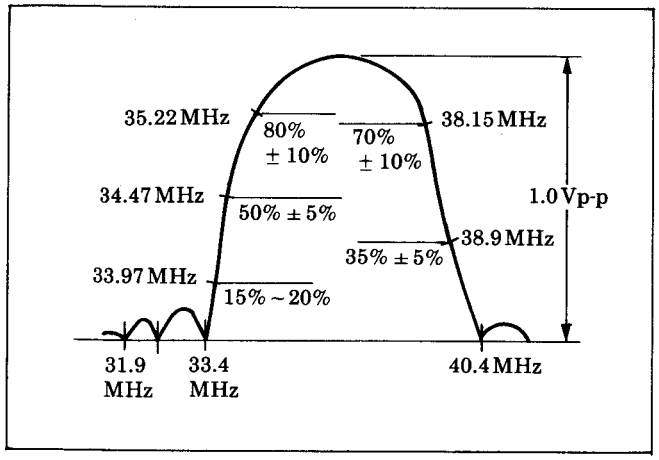

Fig. 36
1. Set the BAND SW to the VHF high position (VH) and turn the tuning volume so that the voltage at BT terminal of the tuner becomes 15V ± 1V.
8. Adjust T701-(B) so that the 40.4MHz trap becomes minimum.
9. Adjust T701-(C) so that the 31.9MHz trap becomes minimum.
11. Adjust the tuner converter coil and T701-(A) so that the sweep output waveform becomes as shown in Fig. 36.